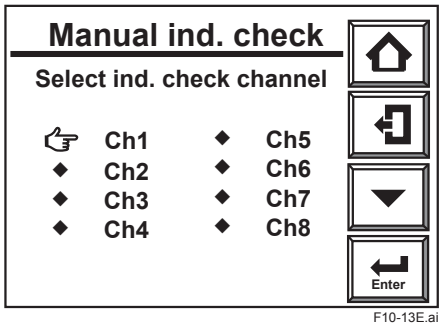

Figure 10.13 Channel select screen
4) Touch [Manual Ind. check] then the Enter key. The Manual Ind. check Channel select display shown in Figure 10.13 appears.